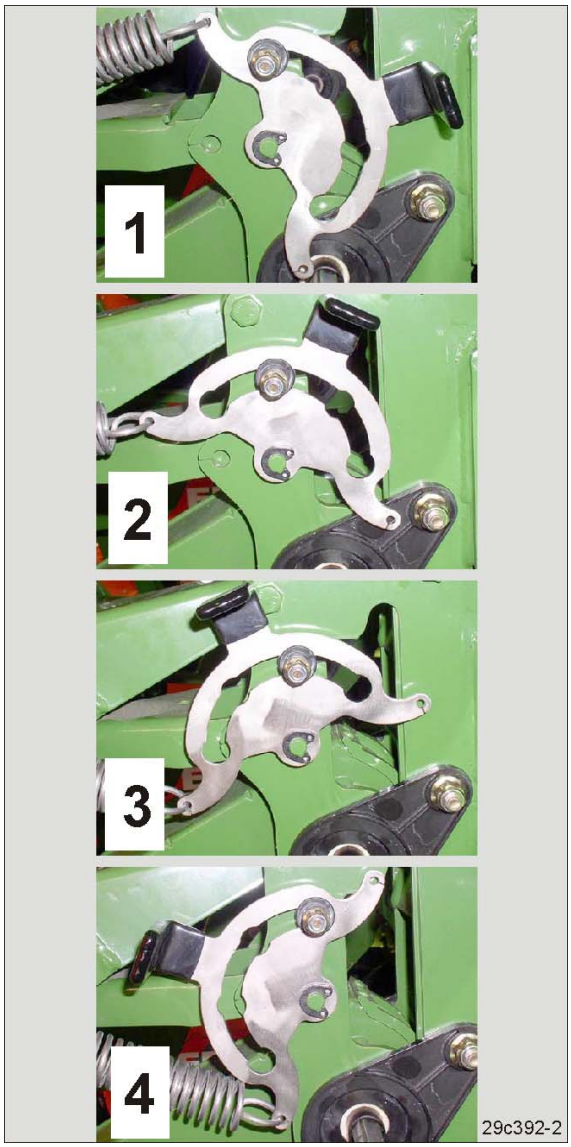

Fig. 137
2. Den Hebel (Fig. 137) gut festhalten und in eine der 4 Hebelstellungen (Belastungsstufen) einrasten.
Hebelstellung (Fig. 137/...)
Verletzungsgefahr beim Entspannen des mit Federdruck belasteten Hebels (Fig. 137).